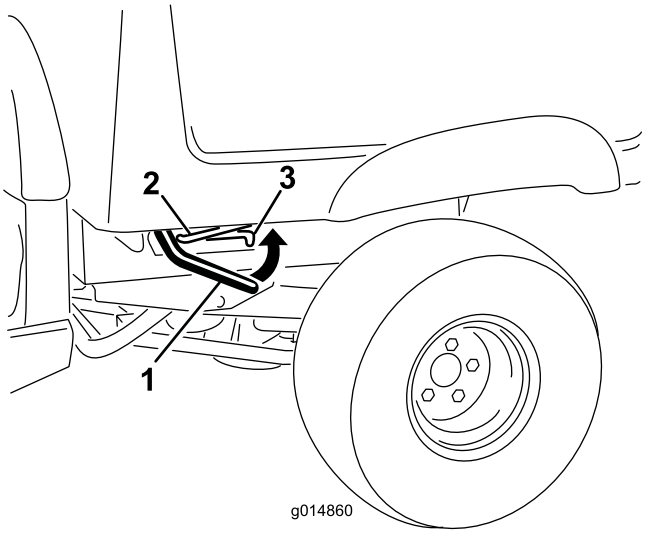

Figur 1
2. Løft grebet på hver side af ladet, og løft ladet op (Figur 1).
3. Træk støttepinden ind i den forsænkede åbning for derved at fastgøre ladet (Figur 1).